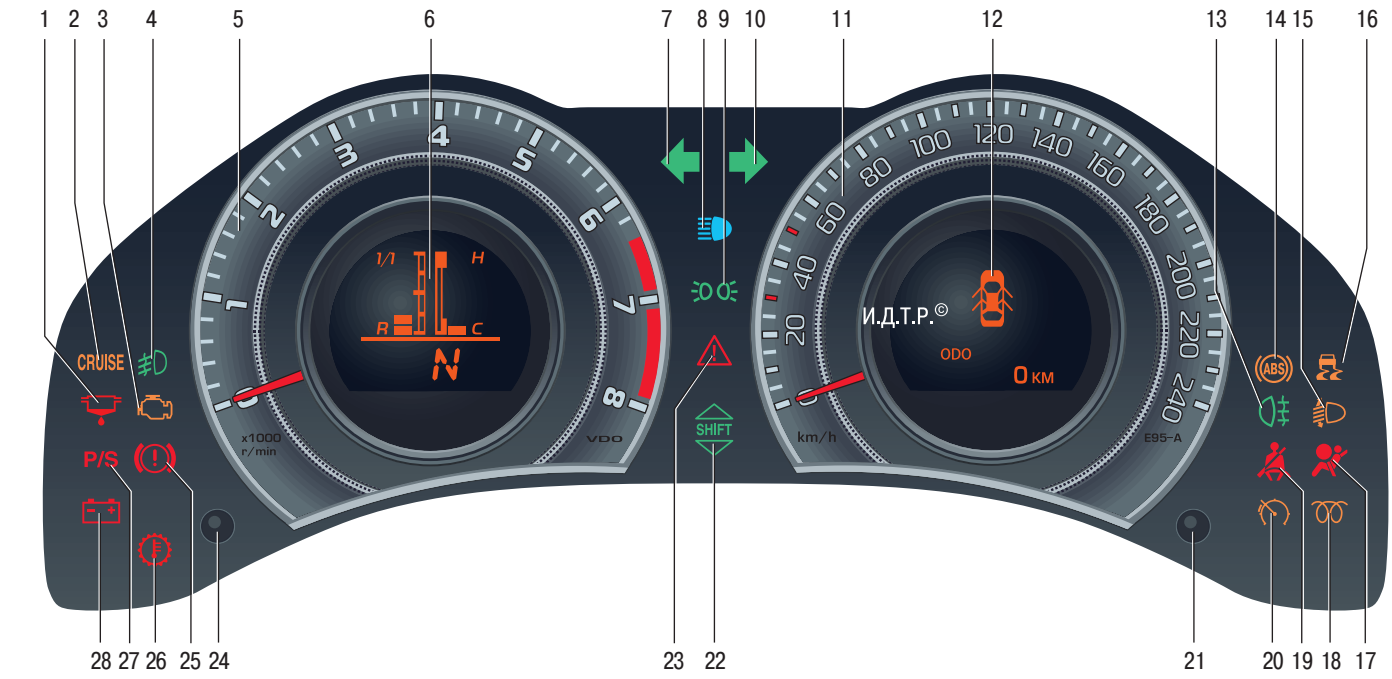

Рис. 1.9. Комбинация приборов
– режим включения указателей поворота. Переведите рычаг вверх или вниз до включения указателей поворота. При перемещении рычага вверх или вниз в комбинации приборов начинает мигать сигнализатор соответственно 10 или 7 (см. рис. 1.9). При возврате рулевого колеса в положение прямолинейного движения рычаг автоматически устанавливается в исходное положение. При смене полосы движения для включения указателя поворота достаточно нажать на рычаг в направлении вверх или вниз только до момента ощутимого сопротивления, не фиксируя рычаг. При отпускании рычаг вернется в исходное положение;
Для того чтобы переключить свет фар с ближнего на дальний, переместите рычаг по направлению от себя. При включении дальнего света фар в комбинации приборов загорается сигнализатор 8 (см. рис. 1.9).
Чтобы затормозить автомобиль стояночным тормозом, поднимите рычаг до упора вверх – в комбинации приборов загорится красным светом сигнализатор 25 (см. рис. 1.9).
Расположение приборов и сигнализаторов в комбинации приборов показано на рис. 1.9.